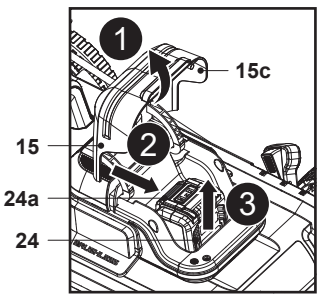

**Fig. 9**
1. Levante la tapa magnética (15c) y abra la tapa del compartimento de la batería (15) (Fig. 9, paso 1).
2. Pulse el botón de liberación (24a) para desbloquear el pestillo de la batería (24) (Fig. 9, paso 2).
3. Saque la batería (24) del compartimento de la batería (Fig. 9, paso 3).
4. Cierre la tapa del compartimento de la batería (15) con cuidado.